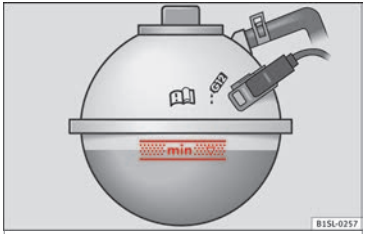

Fig. 244 In the engine compartment: Marking on coolant expansion tank
- When the engine is cold, check the coolant level using the side marking on the expansion tank ››› Fig. 244.
- The engine coolant level should be between the marks on the coolant expansion tank ››› Fig. 244. **Do not exceed the top level of the marked area** ››› ❗.
- **Only top up coolant to the top level of the marked area ››› Fig. 244. Otherwise the excess coolant will be forced out of the cooling system when the engine is hot, causing damage.**